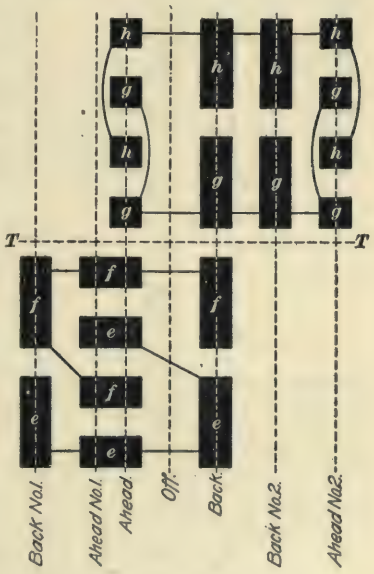
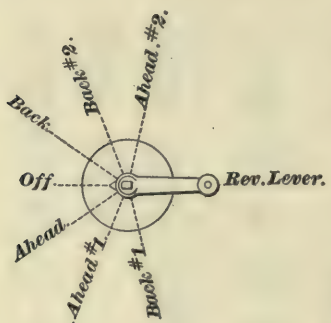

FIG. 13.
FIG. 14.
**19. The No. 34 Combination Reverse Switch and Motor Cut-Out.**—Fig. 13 is a diagram of the No. 34 reverse switch and motor cut-out; by means of it, the direction of motion of the car can be reversed or either motor can be cut out without opening the door of the controller; it is all done by means of the reverse lever. The reverse lever occupies the usual place on the right-hand side of the controller top, and, by the direction of its inclination, shows in which direction the car should start; there is not anything unusual in the appearance of the reverse drum, except that there are more tips on it than would be needed to simply reverse the motors. An ordinary reverse drum has two rows of tips on it corresponding to a go-ahead and a back-up position of the lever. The No. 34 reverse drum has on it six rows of tips corresponding to the six active positions indicated in Fig. 14, which is a reproduction of the marks to be found on the No. 34 top in the line of travel of the reverse lever. Counting the off position, there are seven positions
to which the reverse lever can be turned; the off position is the only position in which the lever can be removed from the drum shaft; running around the path of travel of the lever is a sort of L guard, not shown in Fig. 14. The nose of the lever lifts against this guard when an attempt is made to take the lever off, except at the off position, where a slot that lets the nose of the lever through is cut in the guard. The two positions marked simply *Back* and *Ahead* in Figs. 13 and 14 are the two positions to be found on every reverse switch or drum, and when the reverse lever is on either of them, both motors are in circuit. If the lever is moved over to where the nose points at *Ahead No. 1*, the No. 2 motor is cut out and the car runs ahead on the No. 1 motor. In Fig. 13, all of the drum tips above the dotted line *T T* belong to the circuit of the No. 2 motor and all of the tips below that line are in the circuit of the No. 1 motor; so it can be readily seen that the reason the No. 2 motor is cut out when the lever is on the *Ahead No. 1* notch is that the fingers belonging to the No. 2 motor do not touch any of the drum tips; these fingers hang in the air just to the left of the four tips marked *h*, *g*, *h*, *g*; if the lever nose points at *Back No. 1*, the No. 2 motor is still cut out and the car backs on the No. 1 motor. On the *Back No. 2* notch, the No. 1 motor is cut out and the car backs on the No. 2; on the *Ahead No. 2* notch the No. 1 motor is still cut out and the car runs ahead on the No. 2. In Fig. 13, it will be noticed that all tips bearing the same letter are shown connected together; on the drum, this is done by means of overhanging castings—no connecting strips are used.